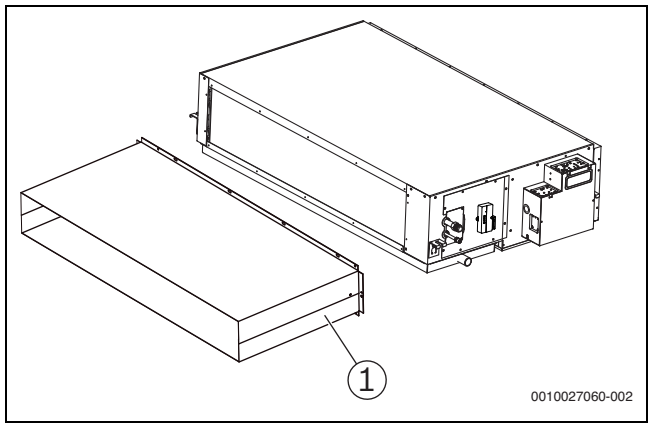

Рис. 3
- Когда панель выпуска воздуха подключается к фланцу выпуска воздуха корпуса блока через металлический воздушный диффузор, убедитесь, что контактная металлическая поверхность правильно герметизирована и изолирована с помощью уплотняющего элемента (→ рис. 3).